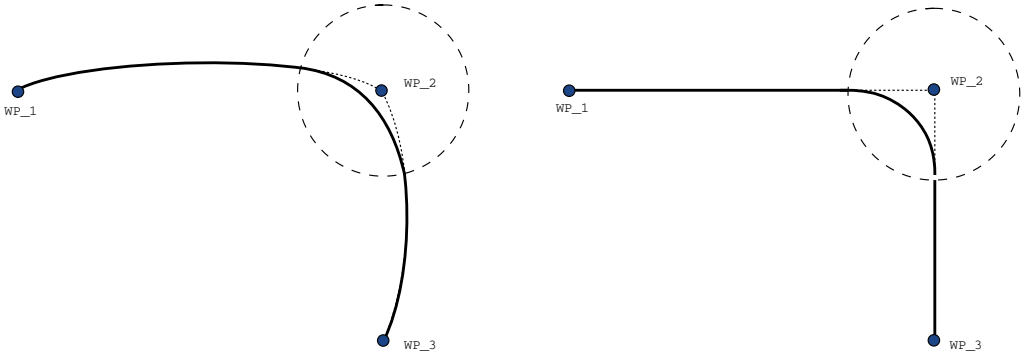

Figur 15.6: Leddrom (`MoveJ`) vs. kartesisk rom (`MoveL`) bevegelse og blanding.
- **Blandinger som involverer MoveJ** MoveJ-blandinger gir en jevn kurve i leddrommet. Dette gjelder blandinger fra MoveJ til MoveJ, MoveJ til MoveL og MoveL til MoveJ. Blandingen gir en jevnere og raskere bane enn bevegelsene uten blanding `(se figur 15.6)`. Hvis hastighet og akselerasjon brukes til å spesifisere hastighetsprofilen, forblir blandingen innenfor blandingsradiusen under blandingen. Hvis du bruker *tid* i stedet for *hastighet* og *akselerasjon* for spesifisering av hastighetsprofilen for begge bevegelser, er overskridelser mulige slik at banen følger den opprinnelige MoveJ. Når begge bevegelsene er tidsbegrensende, spares ikke tid ved å velge blandinger.